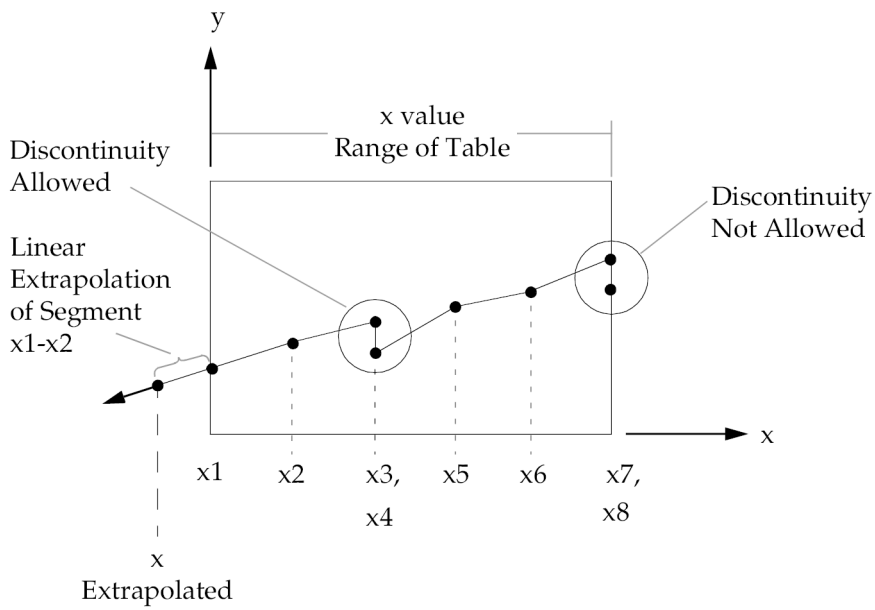

Figure 18-2. Example of Table Extrapolation and Discontinuity
2. Discontinuities may be specified between any two points except the two starting points or two end points. For example, in Figure 18-2, discontinuities are allowed only between points x2 through x7. If the y-axis is a LINEAR axis, the value of y at x3 in Figure 18-2 is:
If the y-axis is a LOG axis, the value of y at x3 in Figure 18-2 is:
The table lookup is performed using linear interpolation within the table and, when EXTRAP = 0, linear extrapolation outside the table using the two starting or end points. See Figure 18-2. The algorithms used for interpolation or extrapolation are: